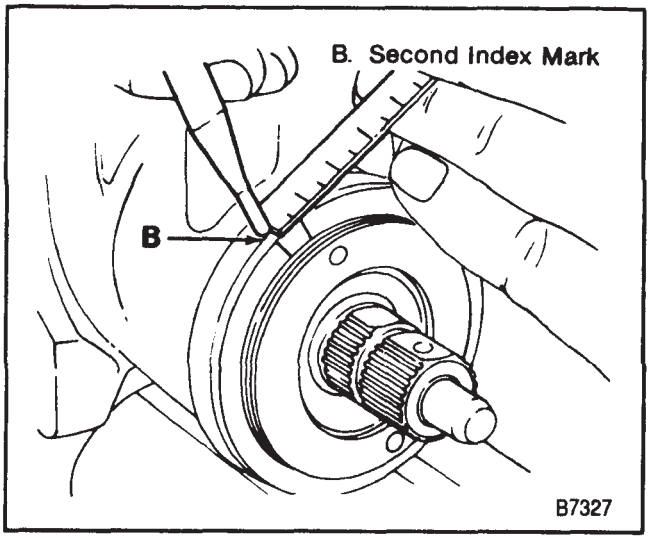

Figure 9—Remarking the Housing
4. Measure back (counterclockwise) 13 mm (0.50 inch) from the index mark and put a second mark on the housing (figure 9).